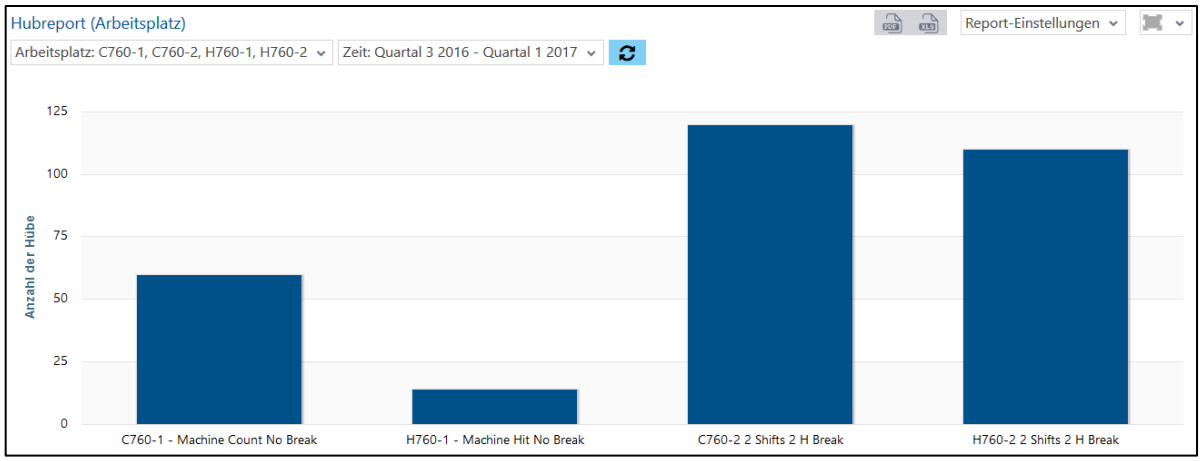

**Bild 94: Hubreport (Arbeitsplatz) als Balkendiagramm**
- Hubreport (Arbeitsplatz) als Balkendiagramm (Bild 94):